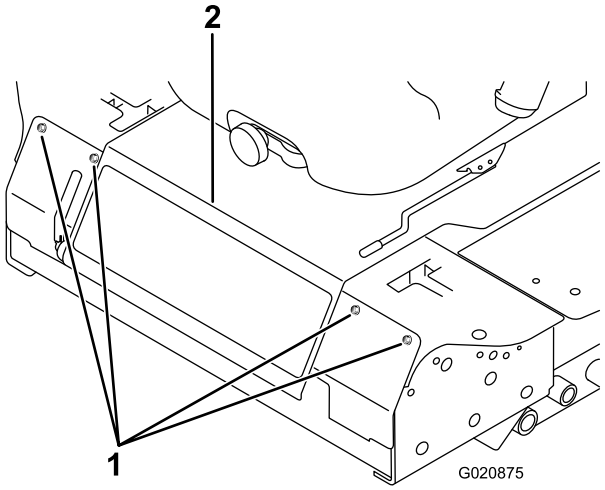

**Figur 59**
3. Fjern de bolte, der fastgør frontpanelet, og tag panelet af (Figur 59).